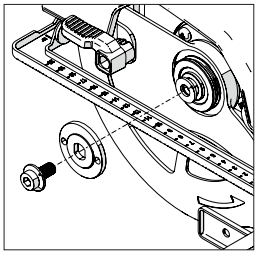

Fig. 4
- Con la llave hexagonal suministrada, afloje y retire el tornillo de cabeza hueca del eje, las fijaciones asociadas y el borde exterior de la hoja. **(Fig. 4)**